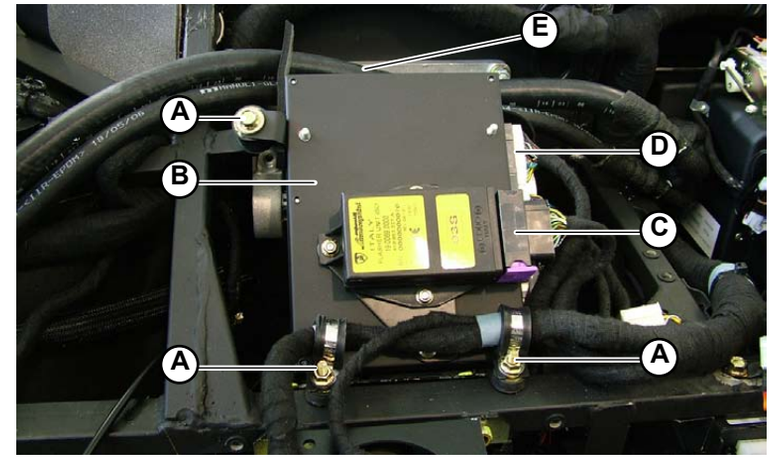

Fig.1
1. Unscrew the screws (**A-Fig.1**) securing the GFA (**B-Fig.1**) to the chassis.
2. Disconnect the indicator light control unit (**C-Fig.1**)**(Point B)**.
3. Disconnect the side connections (**D-Fig.1**).
4. Cut the air conditioner pipe clamp (**E-Fig.1**).